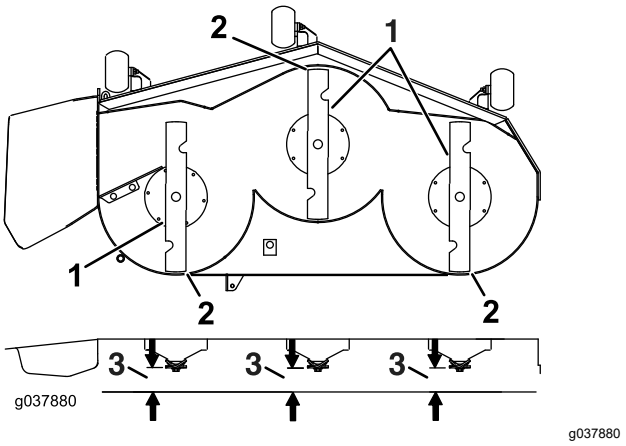

Figure 95
7. Vérifiez l'inclinaison avant/arrière des lames (Figure 95). Vérifiez que la pointe avant de la lame est plus basse que la pointe arrière, comme montré dans le tableau de hauteur de cales et d'inclinaison. Si un réglage est nécessaire, poursuivez cette procédure.